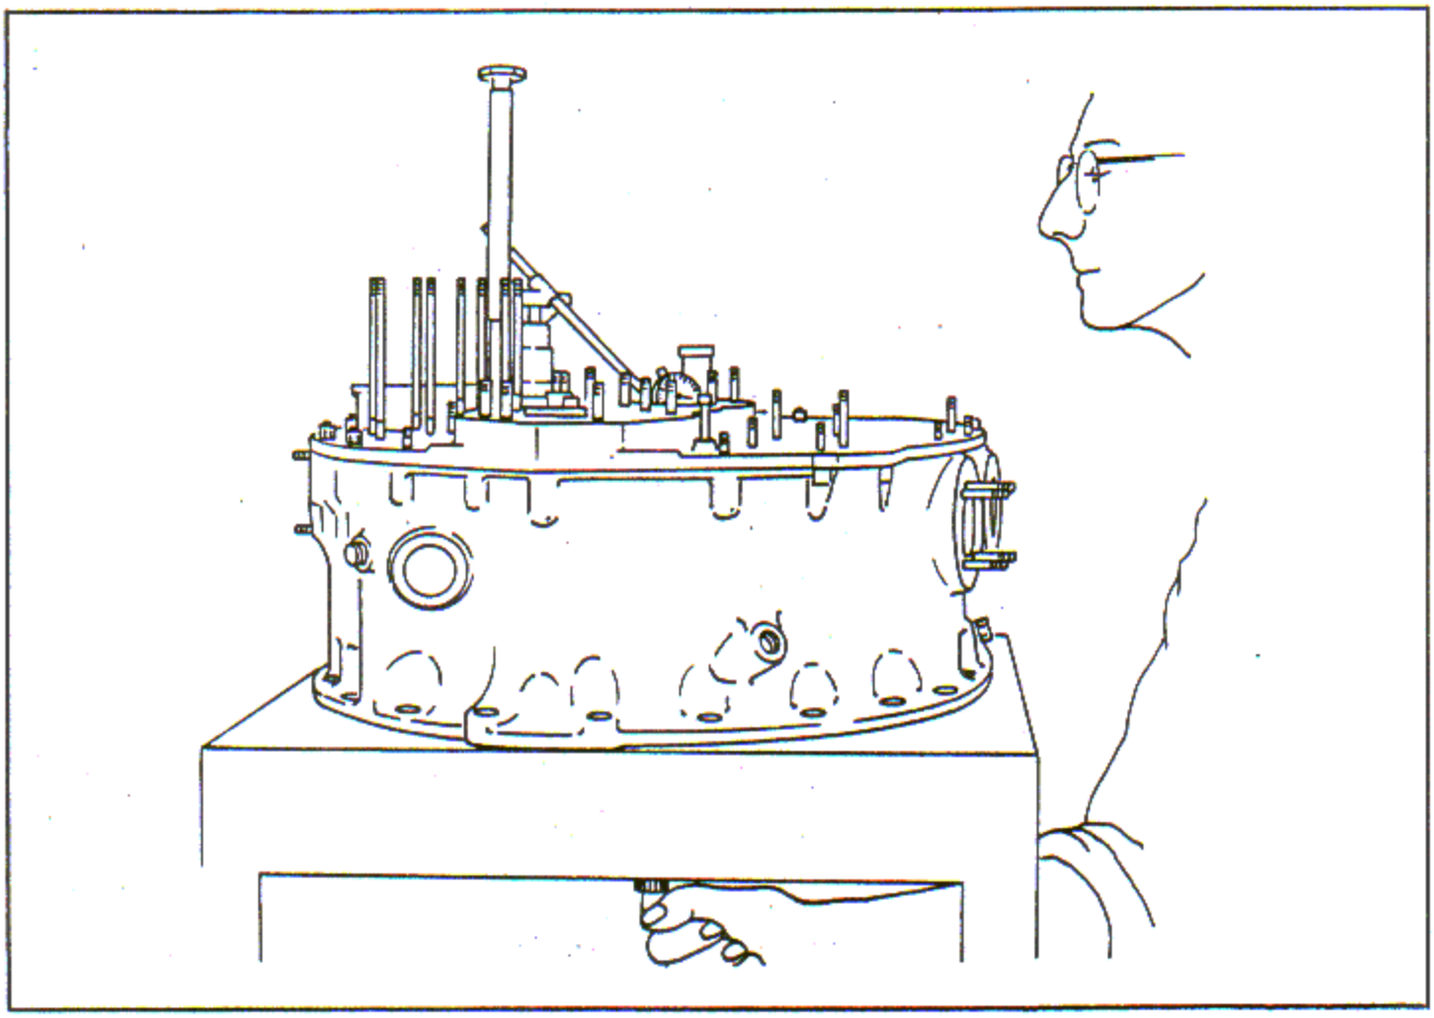

Figure 7-54. Checking End Play of Accessory Drive and Starter Shaft
i. Check the end play of the accessory drive and starter shaft by installing a dial indicator at the rear end of the shaft. Apply pressure at the front end of the shaft pushing toward the rear. See figure 7-54. The end clearance should be as specified in reference 442, Table of Limits, Section IX. If the clearance is not within specified limits, select another accessory drive and starter shaft thrust ring to obtain the proper clearance.
g. Check the end play of the accessory drive and starter shaft by installing a dial indicator at the rear end of the shaft and pushing the shaft up from the front. If end play is not within limits specified in reference 442, Table of Limits, Section IX, select an accessory drive and starter shaft thrust ring to obtain proper clearance. See figure 7-54.